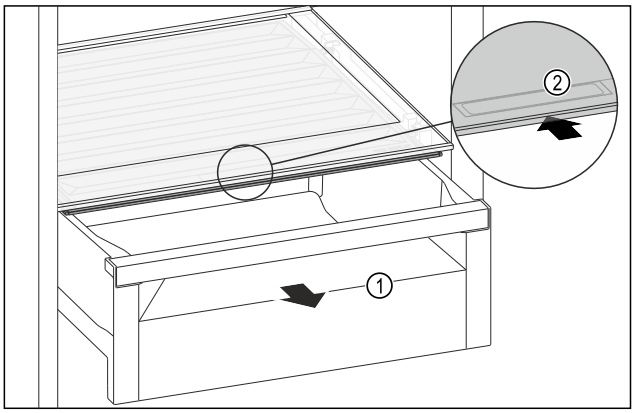

Fig. 151
▶ Retirer le tiroir *Fig. 151 (1)*.
▶ Saisir la poignée encastrée *Fig. 151 (2)* du couvercle du compartiment et pousser le couvercle du compartiment vers l'arrière.